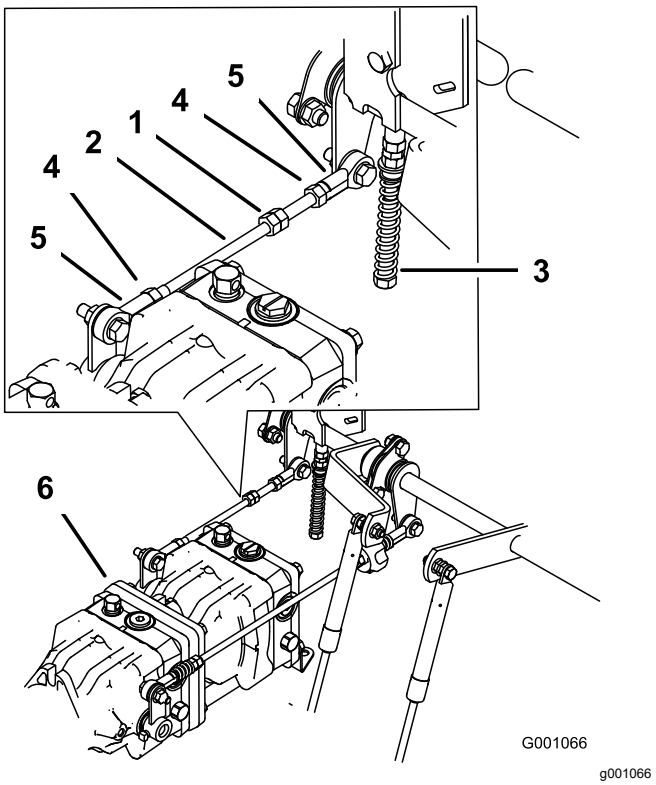

Figur 99
1. Lossa låsmuttrarna på kullederna på pumpens reglerstav (Figur 99).
3. Justera pumpstavslängden genom att vrida dubbelmuttrarna på staven i lämplig riktning tills hjulet står stilla eller långsamt roterar bakåt (Figur 99).
6. Dra åt låsmuttrarna vid kullederna (Figur 99).